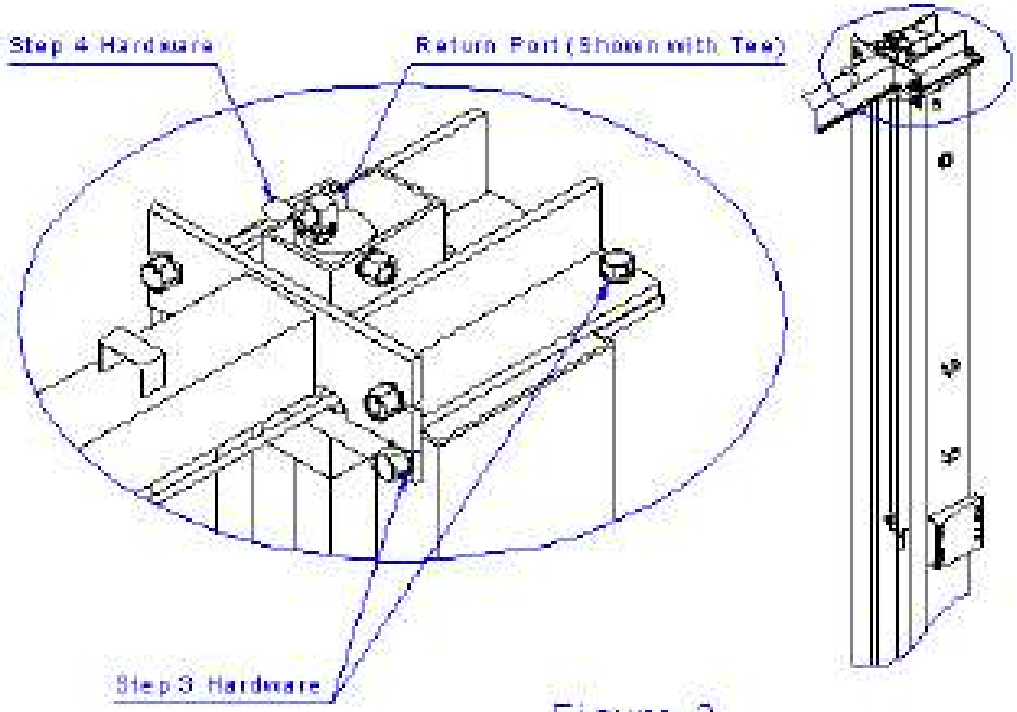

Figure 2
3. **Attach the vertical columns to the overhead beam** using the provided hardware (Figure 2):
B. Install the cylinders into the cylinder mounts using Grade 8 bolts, cylinder bushings (spacers), washers, and nylon nuts (Figure 2). The port found on the rod end of the cylinder should be positioned facing towards the leg's open side.